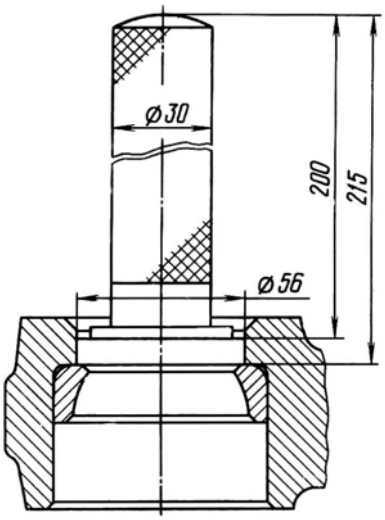

Рис.66. Выпрессовка сухаря реактивной штанги
4. Выпрессуйте с помощью оправки (рис.66) из наконечника реактивной штанги внутренний сухарь 21.